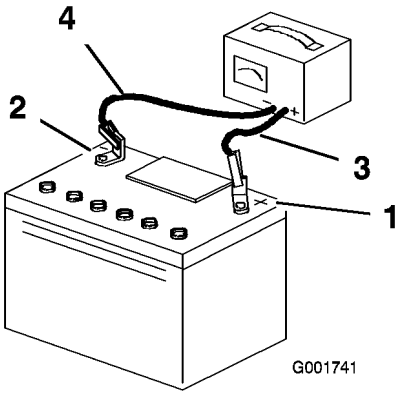

Figure 1
2. Connect the charger leads to the corresponding battery posts as shown in Figure 1.
3. Charge the battery for a minimum of 1 hour at 6 to 10 amps or 10 to 15 minutes at 25 to 30 amps (Figure 1). Do not overcharge the battery.
4. When finished, unplug the charger from the electrical outlet, then disconnect the charger leads from the battery posts (Figure 1).